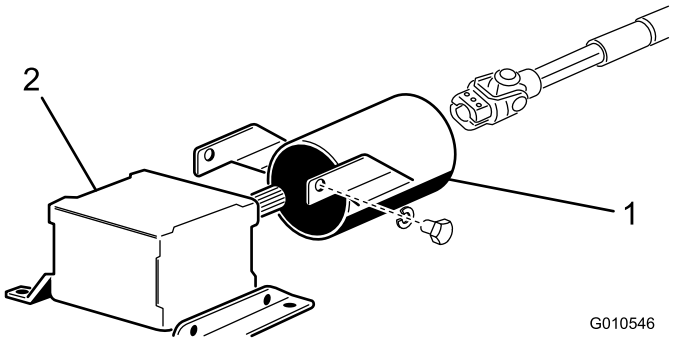

Figur 8
3. Ta bort de två bultar och låsbrickor som fäster kraftuttagsskyddets monteringsfästen på växellådan (Figur 8). Spara fästkomponenterna för framtida montering.
4. Skjut på kraftuttagsaxelns skydd på kraftuttagsaxeln. Placera skyddet i enlighet med Figur 8.